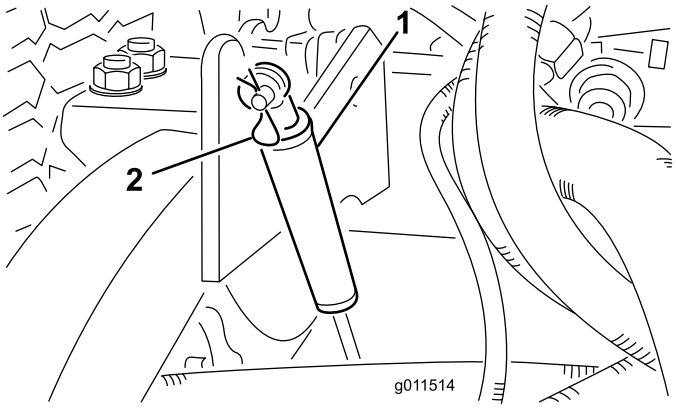

Figura 77
2. Retire el pasador de horquilla que fija los amortiguadores a los brazos de elevación (Figura 77). Gire el amortiguador hacia la carcasa de la carcasa.